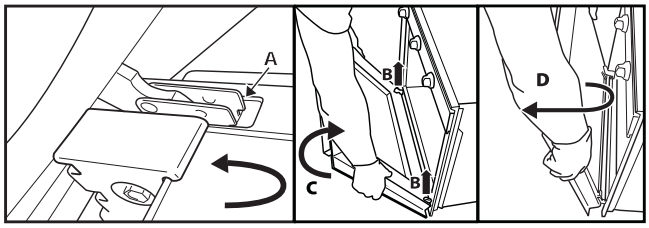

Рис. 2
3. Закройте дверцу до упора (A), поднимите (B) и поверните (C) так, чтобы снять ее (D) (Рис. 2).